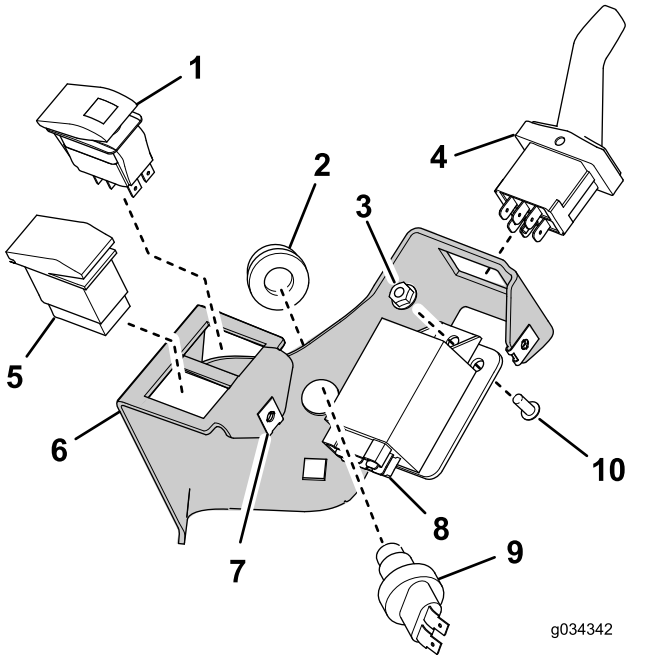

Figur 12
1. Monter komponenterne som vist i Figur 12.